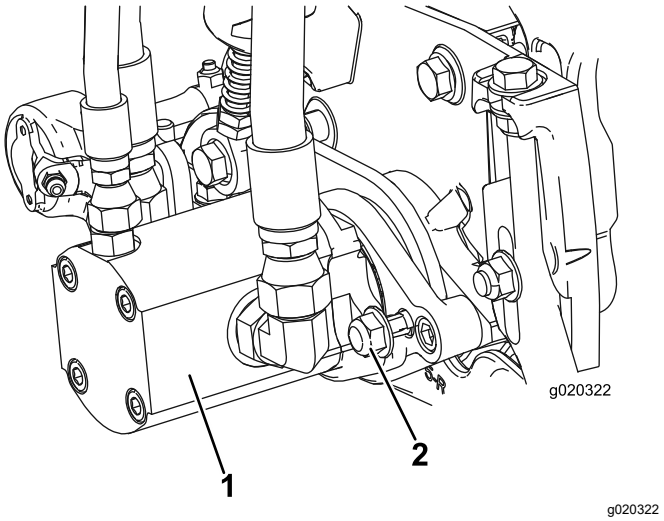

Figur 11
16. Monter motoren ved at dreje den med uret, således at motorflangerne går fri af låsemøtrikkerne (Figur 11). Drej motoren mod uret, indtil flangerne indeslutter møtrikkerne, og stram så møtrikkerne.